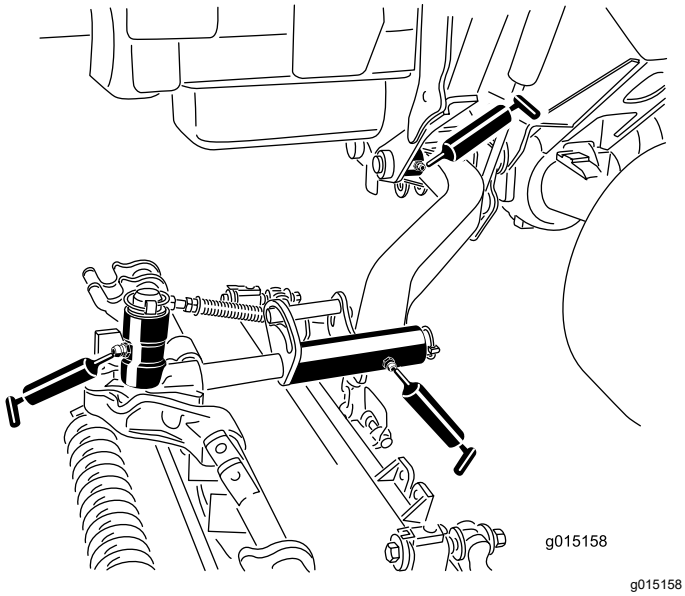

Figur 83
- Lyftarmens vridfästebussningar (en per klippenhet) (Figur 83)
- Klippenhetens bärramar (två per klippenhet) (Figur 83)
- Klippenhetens lyftarmsvridfäste (ett per klippenhet) (Figur 83)